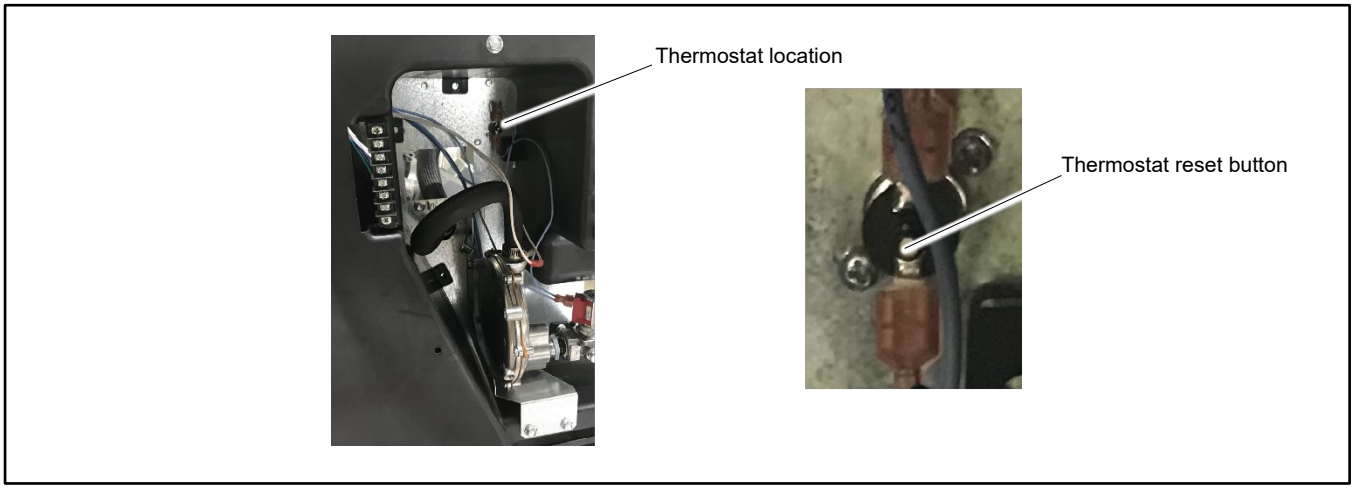

Figure 50 Thermostat Location
See Figure 50 for the thermostat location.
4. See Figure 50 for the thermostat location. Press the button on the thermostat to reset it.